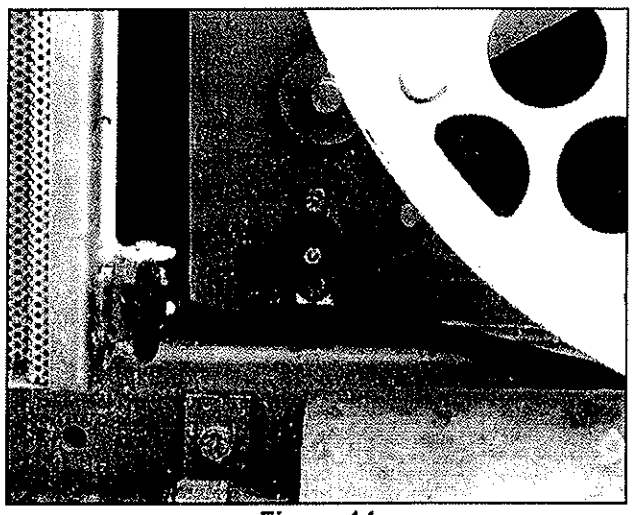

Figure 14
- Fermez le robinet de batterie (figure 14). Celui-ci se trouve sur le côté gauche de la machine, devant la grille du ventilateur.